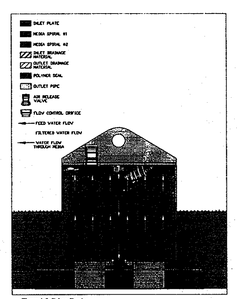

Figure A-3: Siphon filtration
C. Siphon Filtration: After the water level in the vault falls below the top of the filter, a siphon is established and water will continue to flow (Figure A-3) until the siphon is broken. During siphon flow the level in the vault will decrease until it reaches the base of the BFC, air enters the filter, breaks the siphon, filtration flow stops, and the hydrodynamic backwash begins.